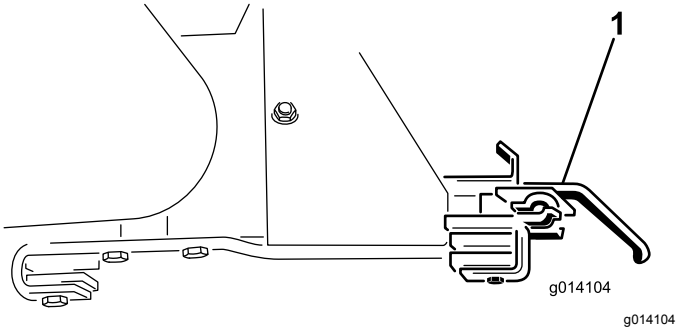

Figuur 58
18. Verwijder de twee bevestigingsbeugels voor de opties (Figuur 58).